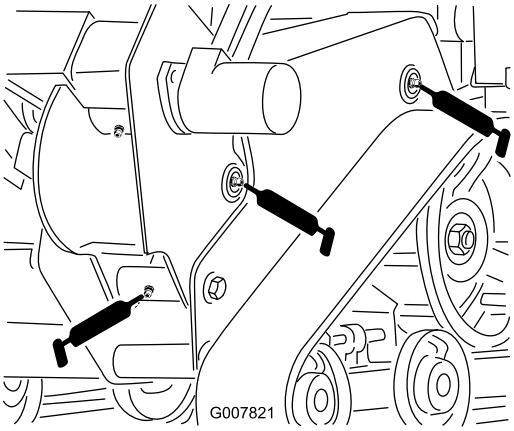
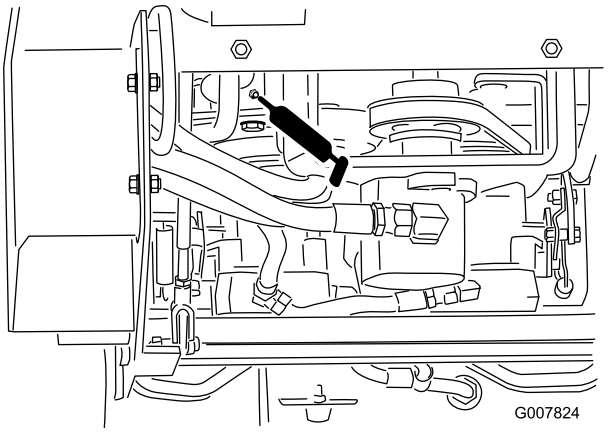

Rysunek 27
Rysunek 30
3. Podłącz smarownicę pistoletową do każdej smarowniczki (Rysunek 27 poprzez Rysunek 30).